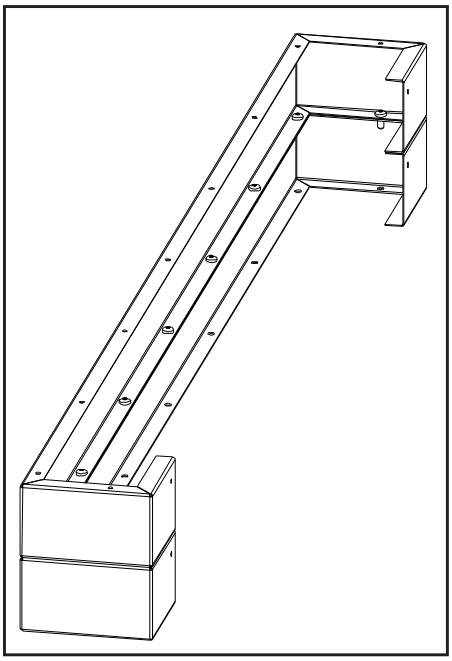

Figure 38: Combining 2 Base Shelf Riser.
2. When using more than one riser each level must be attached using nine (9) #8 T-20 screws provided (see Figure 38).